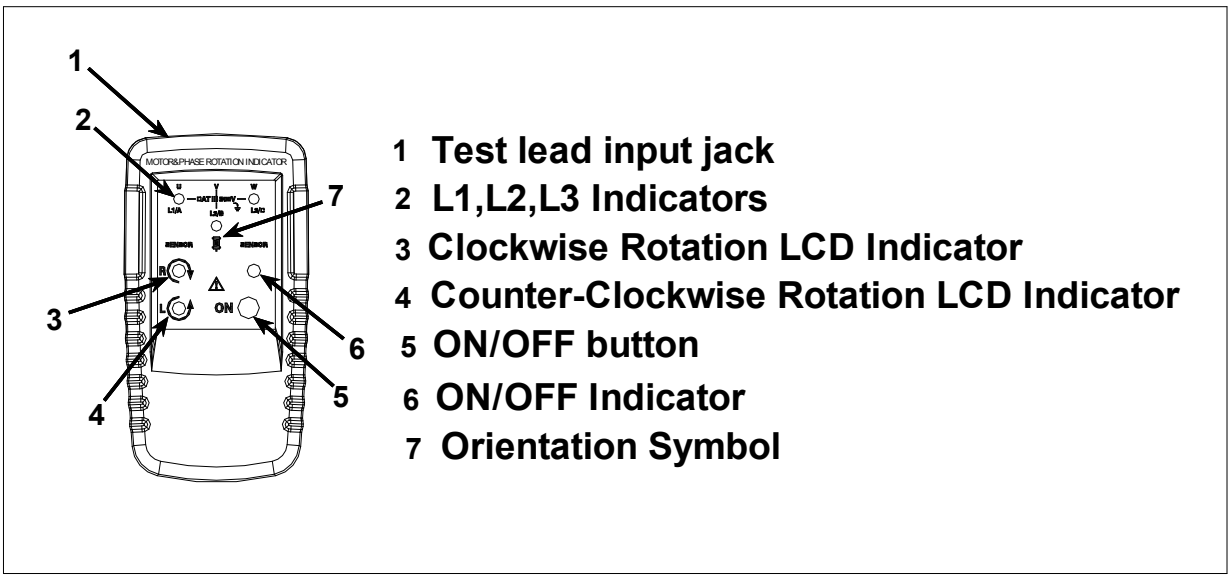

Рис.5.1.1
Перевод обозначений органов управления и индикации для модели DT-902 представлен в таблице 5.1.1 (рис.5.1.1)
- Подсоедините измерительные провода к указателю чередования фаз. Убедитесь, что провода L1, L2, и L3 подключены к соответствующим гнездам **(позиция 1, рис.5.1.1).**
- Подсоедините измерительные провода к трем основным фазам. Нажмите кнопку ON/OFF **(позиция 5, рис.5.1.1)** На передней панели прибора загорится зеленый индикатор **(позиция 6, рис.5.1.1)**. Данный индикатор зеленного цвета обозначает, что прибор готов к проведению измерений.
- Индикаторы вращения по часовой или против часовой стрелки **(позиция 3 и 4, рис.5.1.1)** указывают присутствующее направление вращающегося поля
- Индикаторы вращения **(позиция 3 и 4, рис.5.1.1)** загораются, даже при подключении нейтрального провода, вместо измерительного.
- Нажмите кнопку ON/OFF (**позиция 5, рис.5.1.1**). Зеленый индикатор **(поз. 6, рис.5.1.1)** обозначает, что прибор готов к проведению измерения. Индикаторы вращения по часовой или против часовой стрелки **(поз. 3 и 4, рис. 5.1.1)** указывают присутствующее направление вращающегося поля
- Соедините один конец измерительных проводов с указателем чередования фаз. Убедитесь, что провода L1, L2 и L3 вставлены в соответствующие гнезда **(позиция 1, рис. 5.1.1)**
- Нажмите кнопку ON/OFF **(позиция 5, рис.5.1.1).** Индикатор зеленого цвета **(позиция 6, рис.5.1.1)** показывает, что прибор готов к проведению измерений.
Внимание: Нижняя часть указателя чередования фаз должны быть ориентированы на ведущий вал . Загорится индикатор **(позиция 7, рис.5.1.1)** на электродвигателе и указателе чередования фаз.
- Загорится индикатор вращения по часовой или против часовой стрелке **(позиция 3 и 4, рис.5.1.1**), показывающий тип направления присутствующего вращающегося поля.
- Магнитное поле присутствует, если загорается индикатор вращения по часовой и против часовой стрелки (**позиция 3 и 4, рис.5.1.1)**